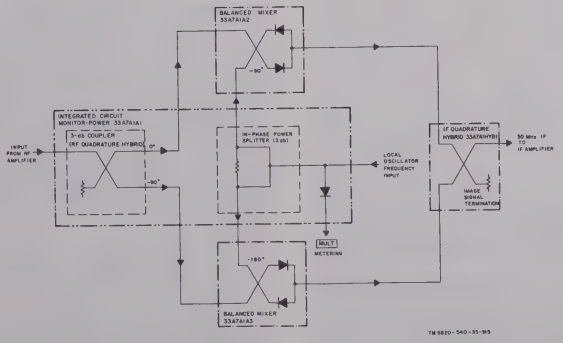

Figure 2-66. Frequency mixer stage 33A7, block diagram.
(1) Integrated circuit (I/C) monitor-power 33A7A1A1 combines the function of a 3-db coupler, an in-phase power divider, and a power monitor. The RF signal at pin 4 of the RF amplifier is applied to the 3 db coupler assembly (RF quadrature hybrid) (fig 2-66). The two RF outputs in quadrature phase are applied through pins 7 and 2 (fig 7-9) to balance mixers 33A7A1A2 and 33A7A1A3 respectively.
(2) The local oscillator signal is applied through pin 4 of I/C monitor-power to an in phase hybrid power divider; the two resultant local oscillator outputs are then applied in-phase through pins 3 and 6 to the two balanced mixers. The